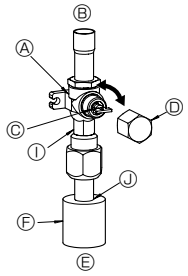
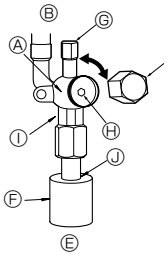

Fig. 4-5
Fig. 4-6
(1) Gasseite (Fig. 4-5)
① Entfernen Sie die Kappe, ziehen Sie den Griff zu sich und drehen ihn zum Öffnen 1/4 Drehung nach links.
② Prüfen Sie, ob das Absperrventil vollständig geöffnet ist, drücken Sie den Griff zurück und setzen Sie dann die Kappe wieder auf und schrauben sie fest.
(2) Flüssigkeitsseite (Fig. 4-6)
① Entfernen Sie die Kappe und drehen Sie die Ventilstange mit einem 4 mm-Sechskantschlüssel bis zum Anschlag gegen den Uhrzeigersinn. Hören Sie auf zu drehen, wenn der Anschlag erreicht ist.